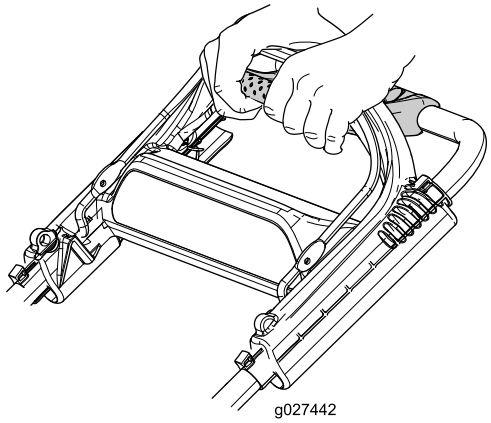

Figur 17
1. Strekk fingrene fremover og ta tak i hjørnene på trekkrafthåndtaket (Figur 17).